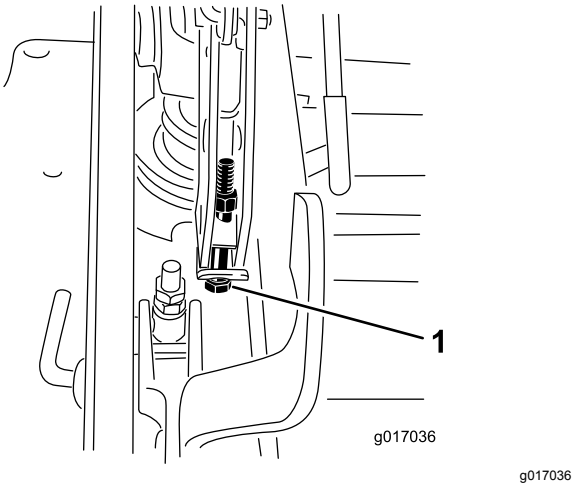

**Figuur 111**
12. Als het maaidek te laag is, draai dan de stelbout van het enkelpuntssysteem vast door deze rechtsom te draaien. Als het maaidek te hoog is, draai dan de stelbout van het enkelpuntssysteem los door deze linksom te draaien (Figuur 111).